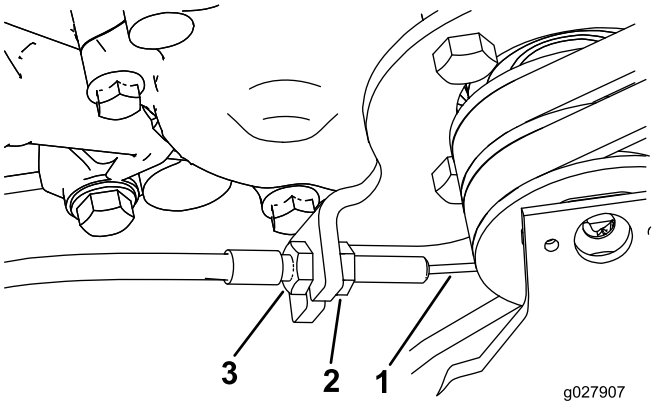

Figuur 43
3. Om de kabel strakker te zetten, moet u de voorste contramoer op de kabel losdraaien en de achterste contramoer aandraaien (Figuur 43) tot een kracht van 2,75 tot 3,25 kg nodig is om de tractiebediening in werking te stellen.